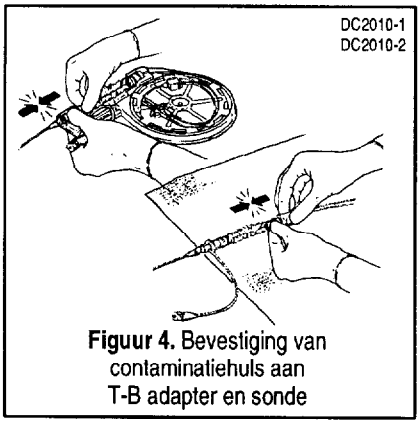

Figuur 4. Bevestiging van contaminatiehuls aan T-B adapter en sonde
5. Bevestig het distale uiteinde van de contaminatiehuls van de sonde op de T-B adapter. Verwijder de sonde en de T-B adapter van de dispenser en bevestig het andere uiteinde van de huls aan het proximale uiteinde van de sonde om de steriliteit van de sonde te behouden (Figuur 4).